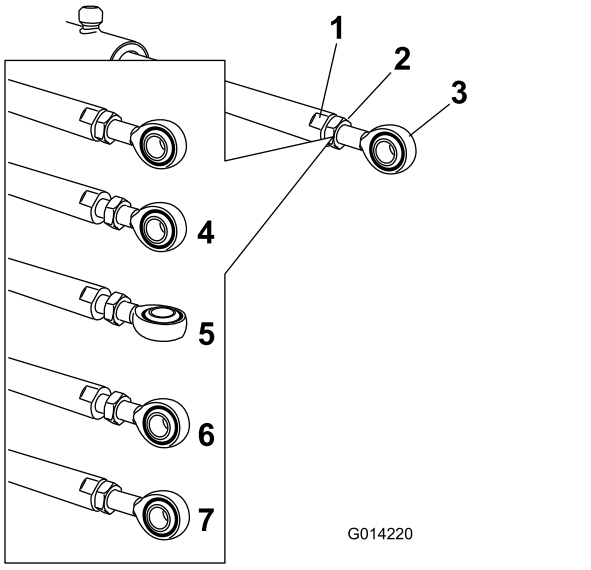

Figura 65
5. Coloque una llave plana sobre las zonas planas del émbolo del actuador para inmovilizarlo, luego afloje la contratuerca para poder manipular la varilla de ojal (Figura 65).
6. Gire la varilla de ojal en el émbolo del actuador para acortar o alargar el actuador extendido a la posición deseada (Figura 65).